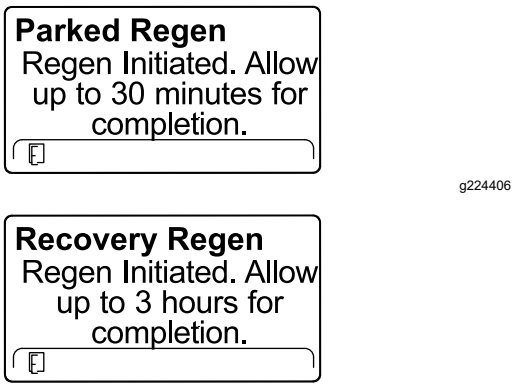

**Figur 65**
6. InfoCenter viser tid for å fullføre meldingen (Figur 65).